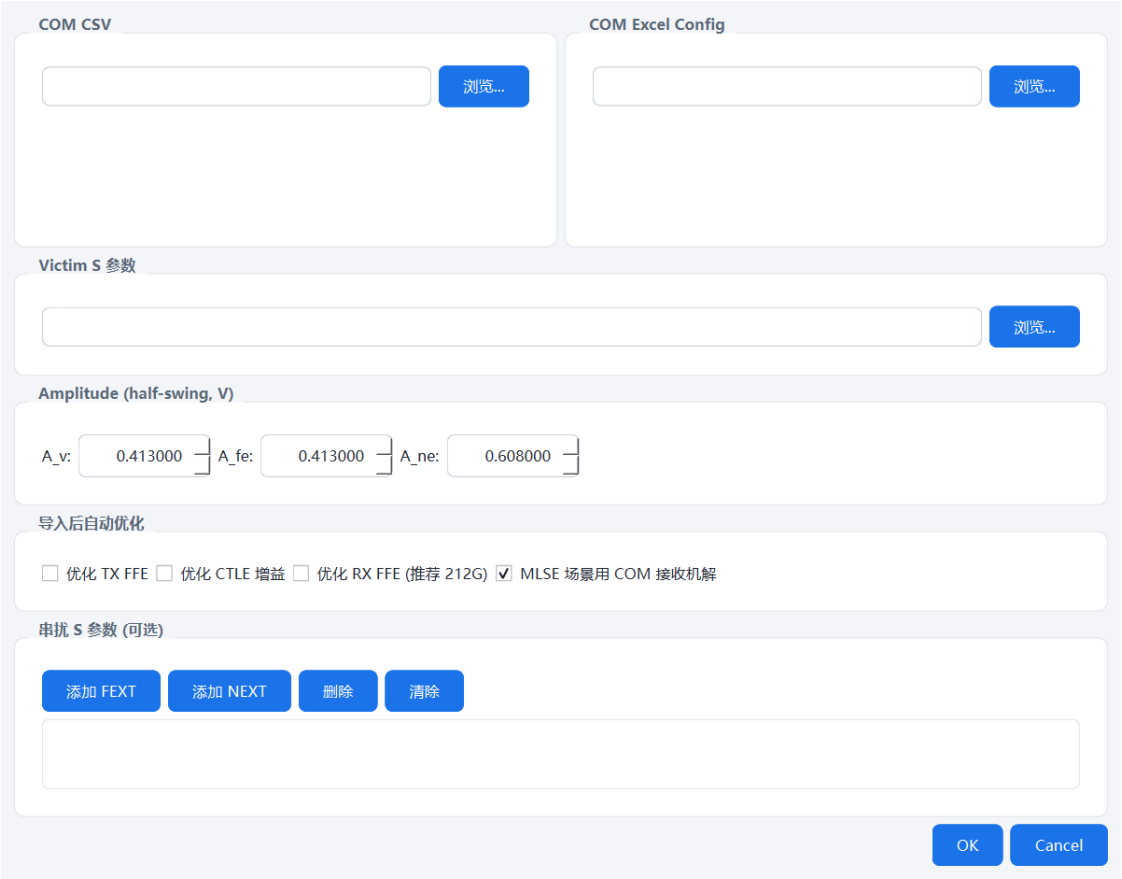

图 10-10 COM 导入配置对话框
1. 点击菜单栏"COM 导入"打开配置对话框（图 10-10）。